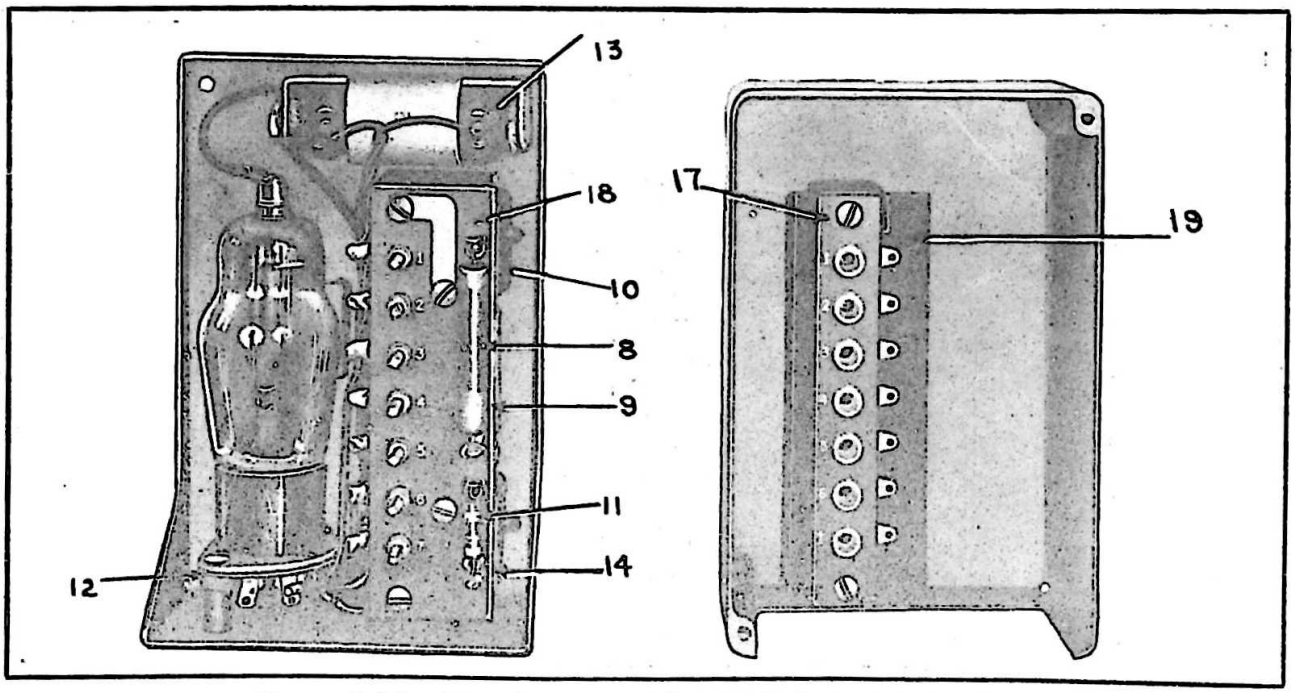

Figure 1-12. Interphone Amplifier BC-347-C—Interior View
b. 25-HOUR CHECK (INTERPHONE AMPLIFIER).—After approximately each 25 hours of flight, remove the interphone amplifier from its case for inspection. Examine each part for any effects of overheating, vibration or moisture, and for other damage. Remove the tube from its socket (see fig. 1-12) and examine the elements closely for possible defects caused by vibration. Replace defective tubes. If any other parts are defective, replace the amplifier. Return the defective amplifier to the proper organization for repair.
(1) INTERPHONE AMPLIFIER.—Check the interphone amplifier as detailed in paragraph *b* above.
(2) DYNAMOTOR.—Remove the dynamotor unit from the base and inspect the filter capacitors and